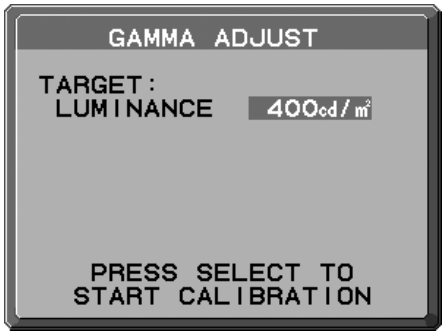

Abbildung 2
4. Legen Sie die Zieleinstellung für die LUMINANZ (cd/m^2) (**Abbildung 2**) fest. Drücken Sie SELECT, um die Kalibrierung zu starten. Abhängig von der Benutzereinstellung kann dies einige Minuten in Anspruch nehmen.